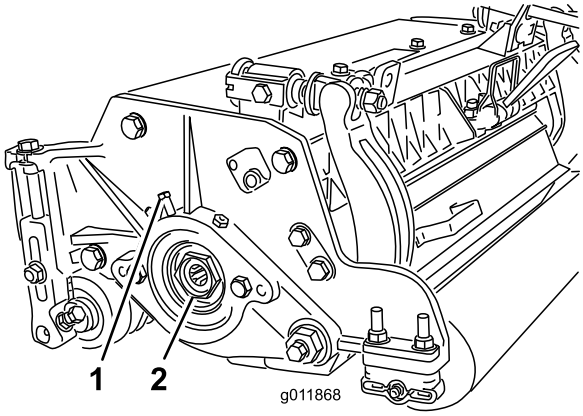

Rysunek 28
A. Poluzuj zewnętrzną śrubę ustalającą mocującą nakrętkę regulacyjną łożysk do gniazda łożyskowego po lewej stronie jednostki tnącej (Rysunek 28).